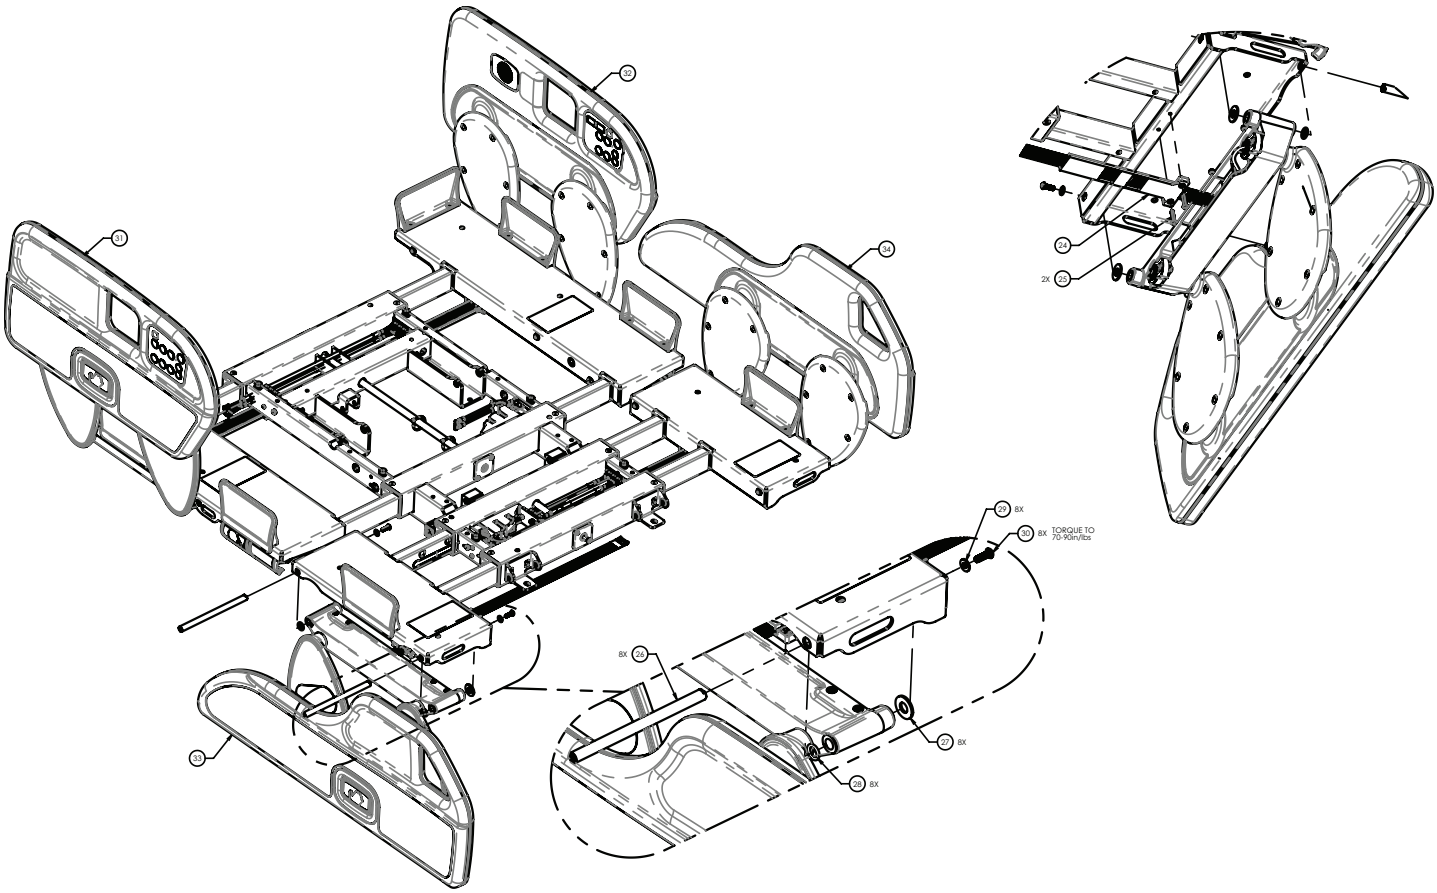

Figure 43 – Remplacement de la barrière, côté pieds
8. À l'aide d'une clé Torx T15, retirer les deux vis (22) qui fixent l'ensemble de carte de jonction (44) au support de barrière (1) (Figure 43). Retirer l'ensemble de carte de jonction.
9. Débrancher les deux câbles de barrière de l'ensemble de carte de jonction (44).
10. À l'aide d'une clé Torx T27, retirer la vis (30) et la rondelle (29) qui fixent la tige de guidage au plan de couchage (Figure 43).